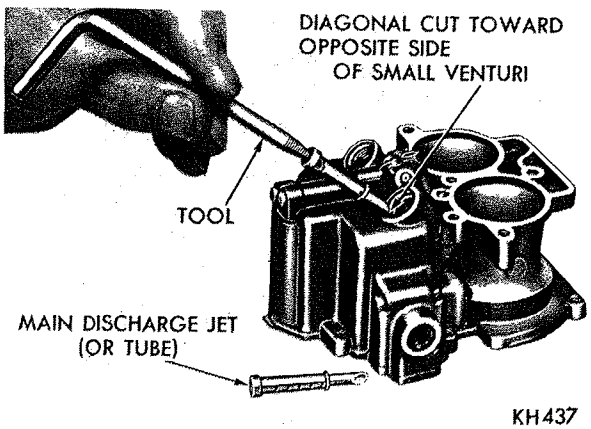

***Fig. 9—Installing Main Discharge Jets (or Tubes)***
(1) Place main discharge jets (or tubes) firmly on Tool 73608, as shown in (Fig. 9). Now, slide into position in main body. Be sure opening in the end of tube (diagonal cut ends) is facing opposite side of small venturi. **These two jets must be seated firmly in main body.**